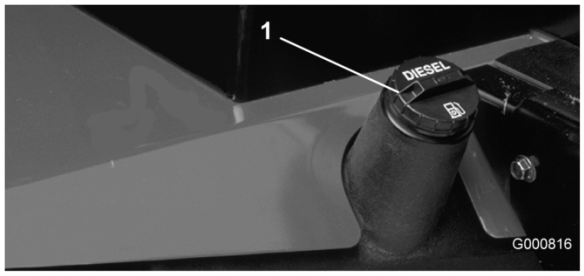

Figur 21
1. Fjern brændstofdækslet (Figur 21).